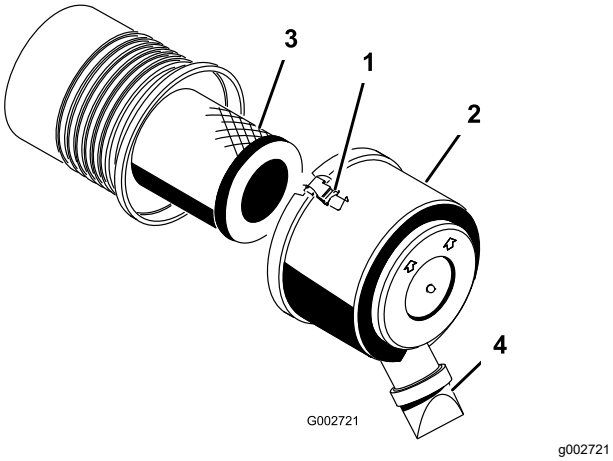

Figuur 27
1. Maak de sluitingen los waarmee het deksel van het luchtfilter is bevestigd aan de luchtfilterbehuizing (Figuur 27).